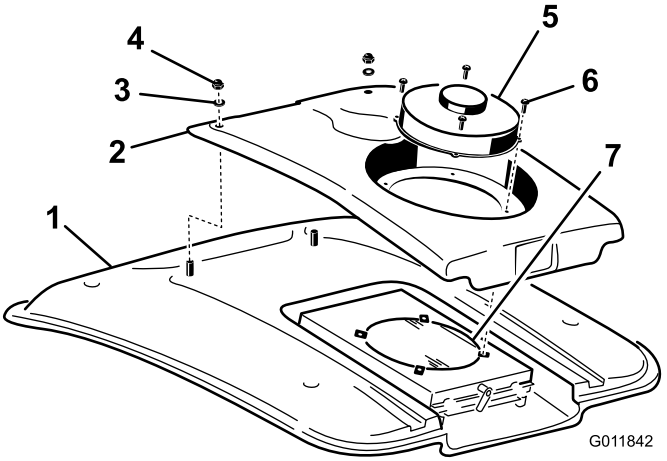

Figura 73
2. Retire los 4 tornillos que sujetan el ventilador y la tapa del condensador al soporte del ventilador (Figura 73).
4. Retire las dos tuercas y arandelas que sujetan la parte delantera de la tapa del condensador al techo de la cabina (Figura 73).
8. Limpie a fondo el condensador del aire acondicionado con aire comprimido (Figura 73).